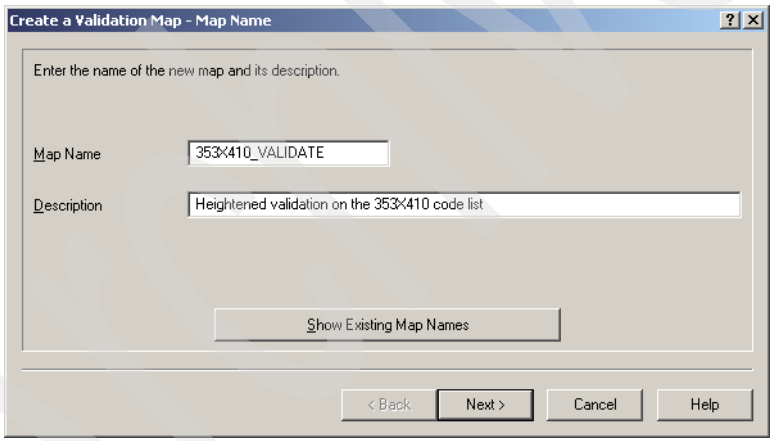

Figure 18-35 Create new map
2. Create a new validation map by selecting **File** → **New** from the Data Interchange Services client menu bar. The Create a Validation Map window opens (Figure 18-35).